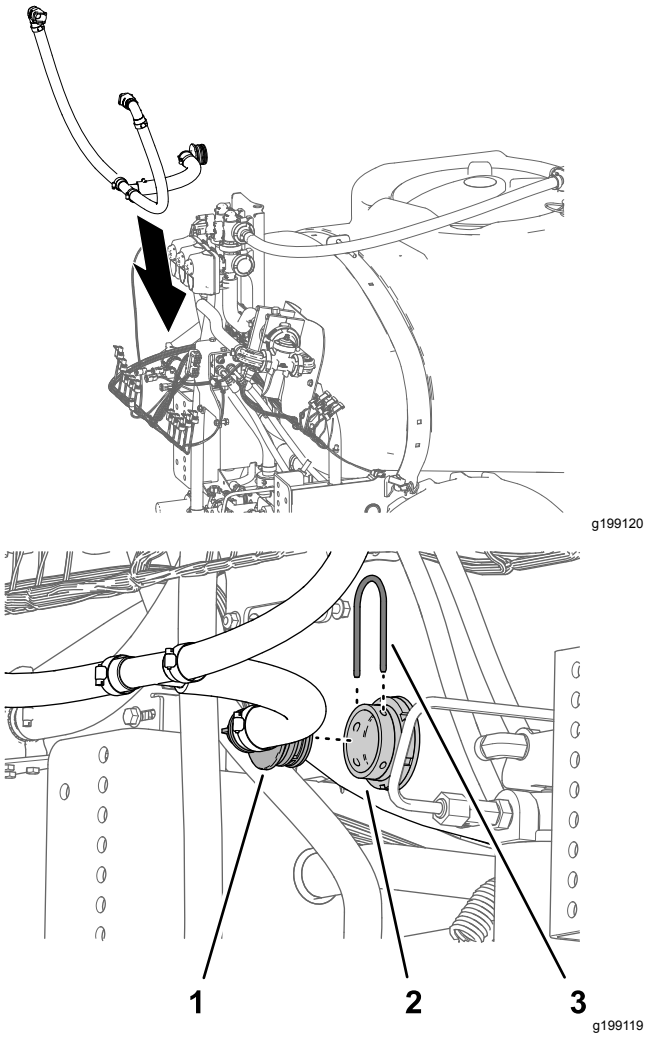

Rysunek 92
1. Przyłóż zespół węża obejściowego do zbiornika zraszacza (Rysunek 92).